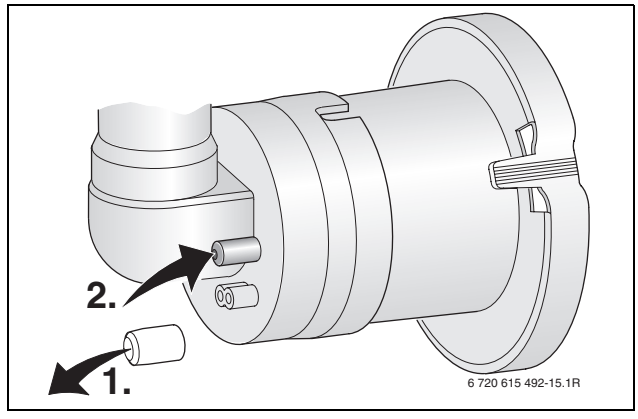

*Fig. 50*
- Controllare la pressione di miscelazione, presso il miscelatore aria-gas, alla potenza termica nominale (di fabbrica) come di seguito (fig. 50):